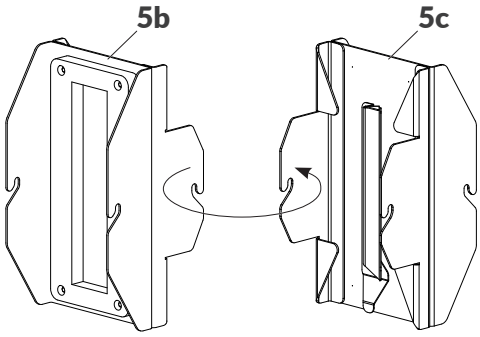

Rys. 24.
- dwustronnym akcesorium* (patrz ***Rys. 24***), które w zależności od kierunku montażu na głowicy drukującej pełni rolę pokrywy uszczelniającej **5b** lub rynny ściekowej **5c**.